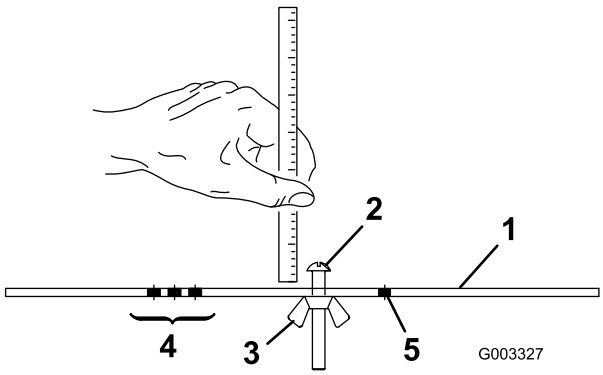

Figur 17
2. Løsne mutteren på høydemåleren (Figur 17), og fest justeringsskruen i ønsket klippehøyde. Klippehøyden er avstanden mellom bunnen av skruehodet og forsiden av stangen.